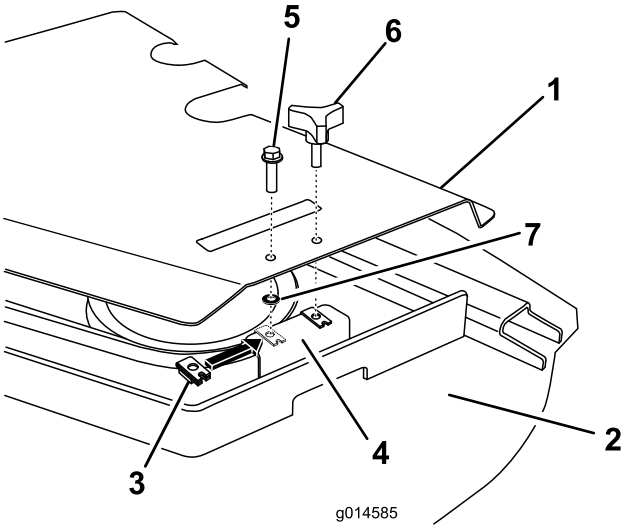

Figura 6
1. Retire los pomos que sujetan las cubiertas de las correas a la carcasa del cortacésped (Figura 6). Retire las cubiertas de la correa.